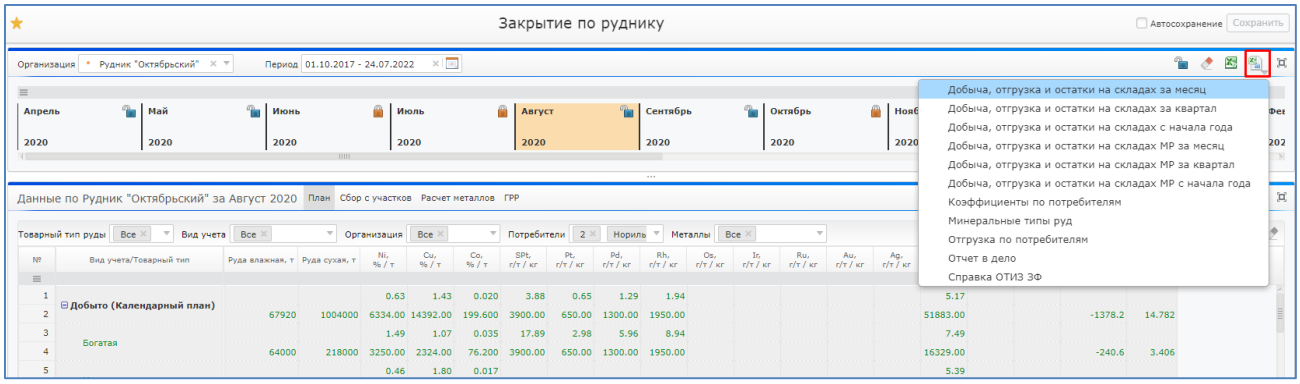

Рисунок 67. Выгрузка отчета
2. Нажать на кнопку отчеты и выбрать отчет «Добыча, отгрузка и остатки на складах за месяц» (Рисунок 67).